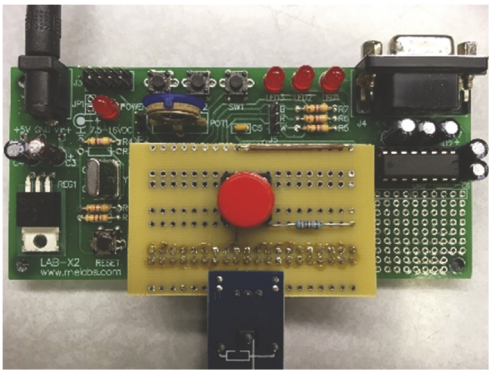

**FIGURE 10.18** (Step 3) Short-circuit tester showing all the switches. SW1 is at the top center. Reset is at lower left. ⏎
d. Connect the power to the current tester using the power brick (wall wart), as shown in the upper left corner of Fig. 10.18. Press and hold the **Reset** button and the **SW1** button at the same time. Release **Reset** while continuing to hold down **SW1**.